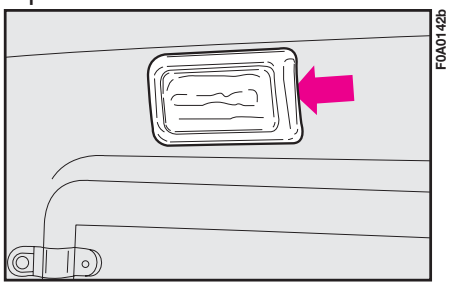

fig. 35
**1)** Remove the ceiling light **fig. 35** by releasing the clipped on lens frame in the point shown by the arrow.